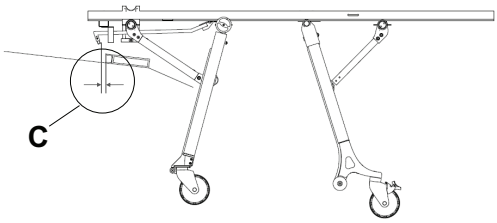

Rysunek 15 – Odstęp pomiędzy hakiem bezpieczeństwa a płytką zaczepową
- Odstęp w poziomie (C) między hakiem bezpieczeństwa a płytką zaczepową jest wystarczający do wyładowania (Rysunek 15)